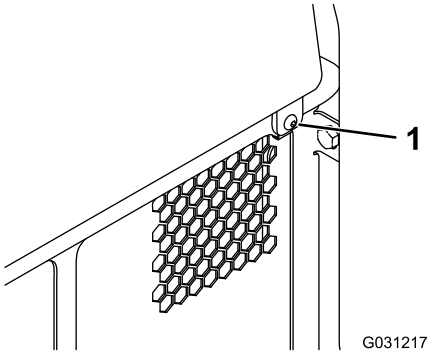

Rysunek 38
1. Zdejmij element mocujący (Rysunek 38).
2. Unieś tylną pokrywę dostępową, aby uzyskać dostęp do elementów wewnętrznych (Rysunek 38).